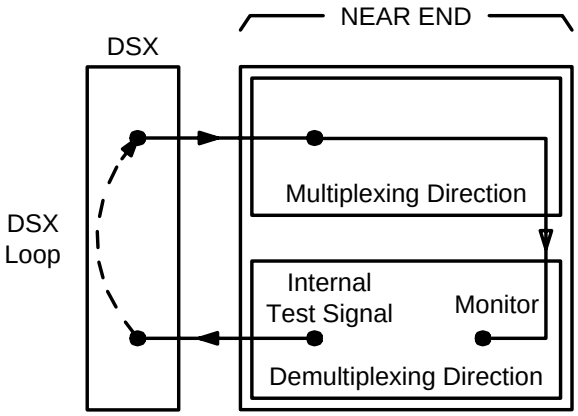

Figure 11-7. Automated Transmission Test of DS3 Signal in DEMUX Direction
- **demux** The test signal is inserted in the DEMUX direction and the received signal is monitored from the DEMUX direction as shown in Figure 11-7.